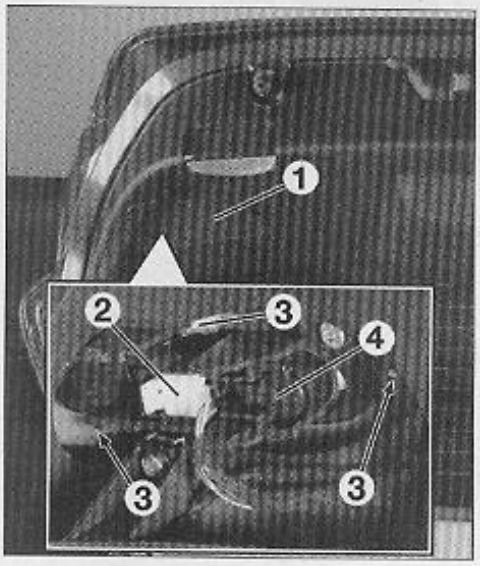

FIG. 74
- Déposer la trappe (1) (Fig.74).